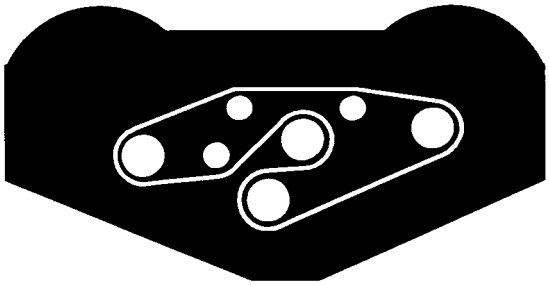

Afbeelding 13
5. Stuur de nieuwe riem rond de spilpoelies en de vrijlopende poelie, zoals afgebeeld in Afbeelding 13.